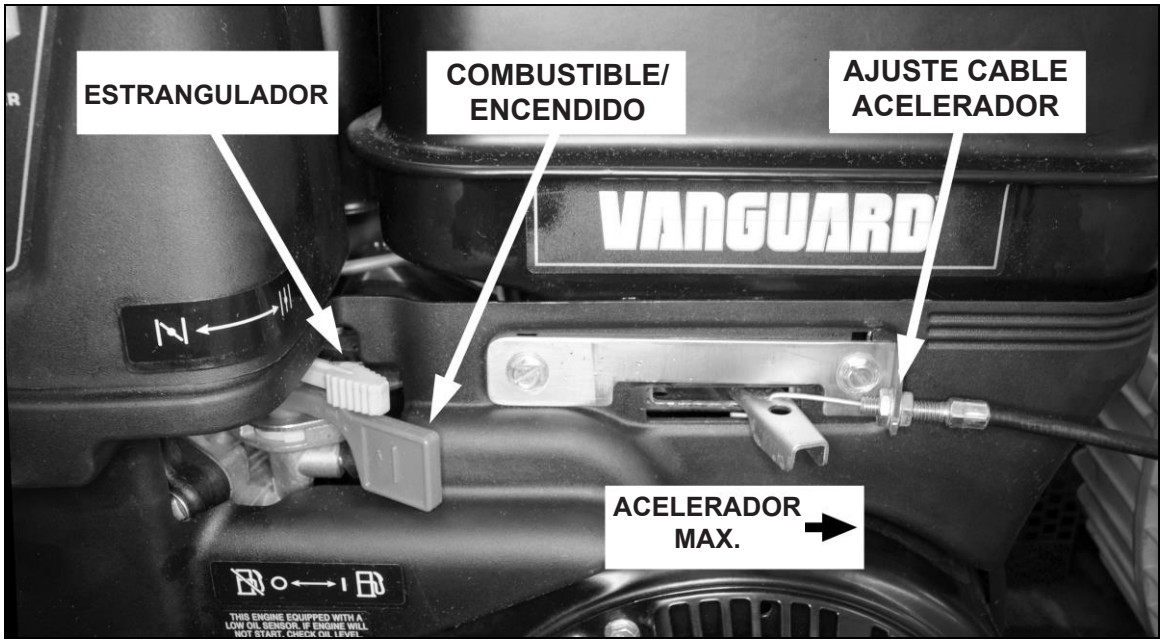

*Fig. 3 –Controles del moto*
2. Mover la palanca roja combinada de ***Válvula de combustible y Encendido*** del motor a la posición ABIERTO totalmente ( I ) – ver Fig. 3.